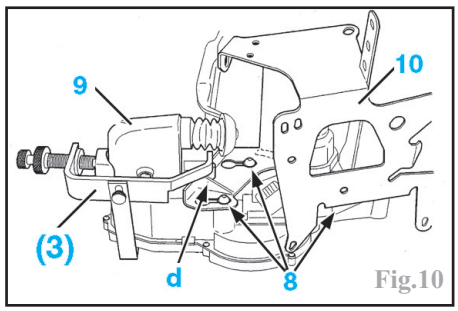

Fig.10
Presserrer les **3 vis** (8) en laissant un jeu de **3 mm** entre la tête de la vis et l'actionneur (Fig.10).